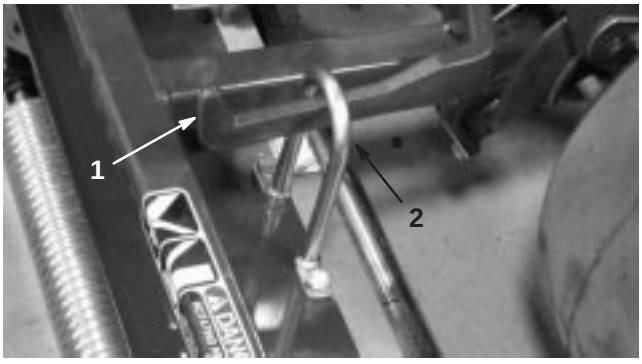

**Figure 11**
3. Slide the cutting unit under the pull frame while hooking the lift hook onto the lift arm (Fig. 11).